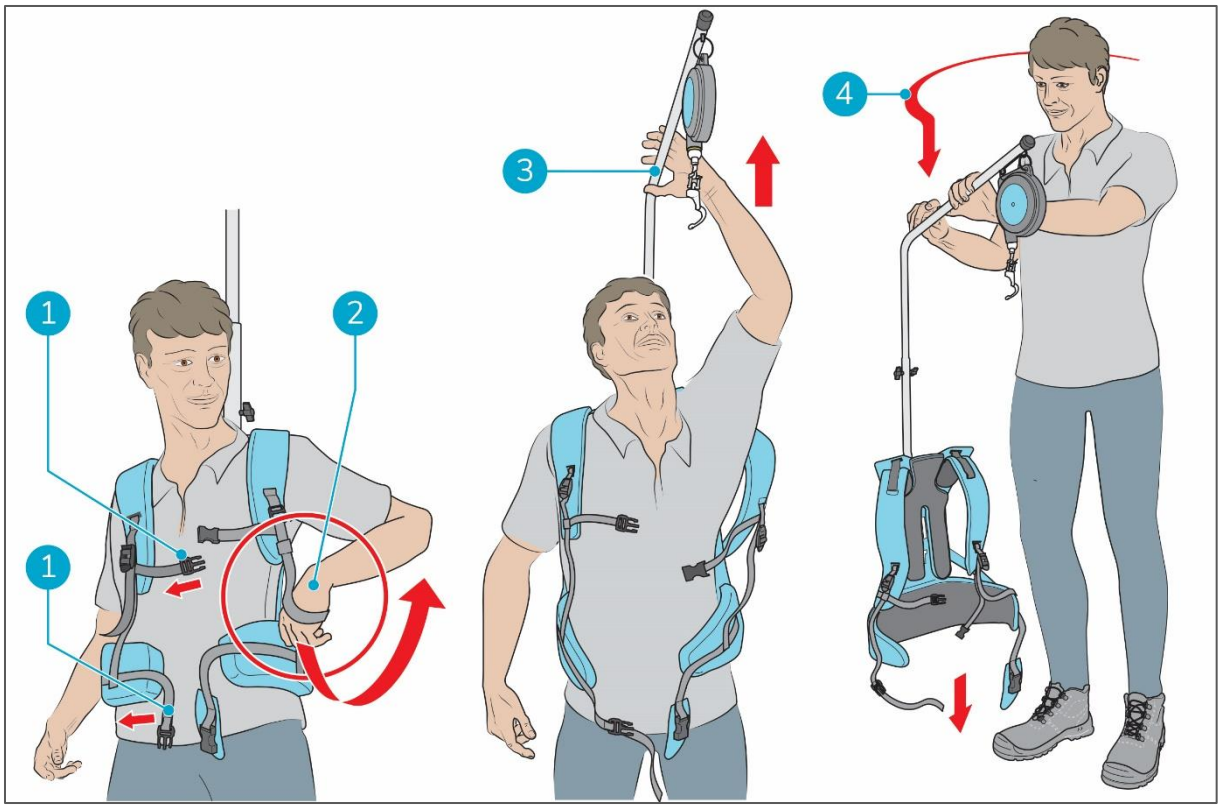

Abbildung 14
6. Nehmen Sie Brust- und Bauchgurt ab (Abbildung 14, Pos. 1).
7. Nehmen Sie einen Arm durch den Schultergurt (Abbildung 14, Pos. 2) und halten Sie das Stützrohr fest (Abbildung 14, Pos. 3).
8. Ziehen Sie den i-suit aus (Abbildung 14, Pos. 4) und schließen Sie die Gurte.